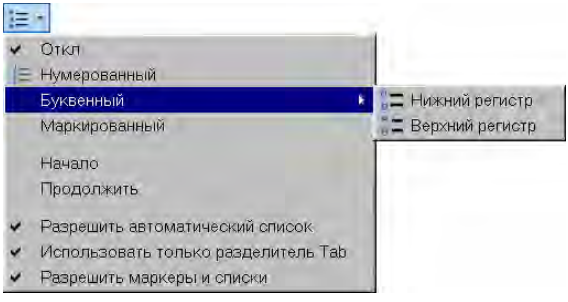

Рис. 3.17. Подменю **Маркеры и нумерация**
- — вызов меню управления оформлением списка (само меню показано на рис. 3.17). Можно использовать маркированные, нумерованные и буквенные списки;